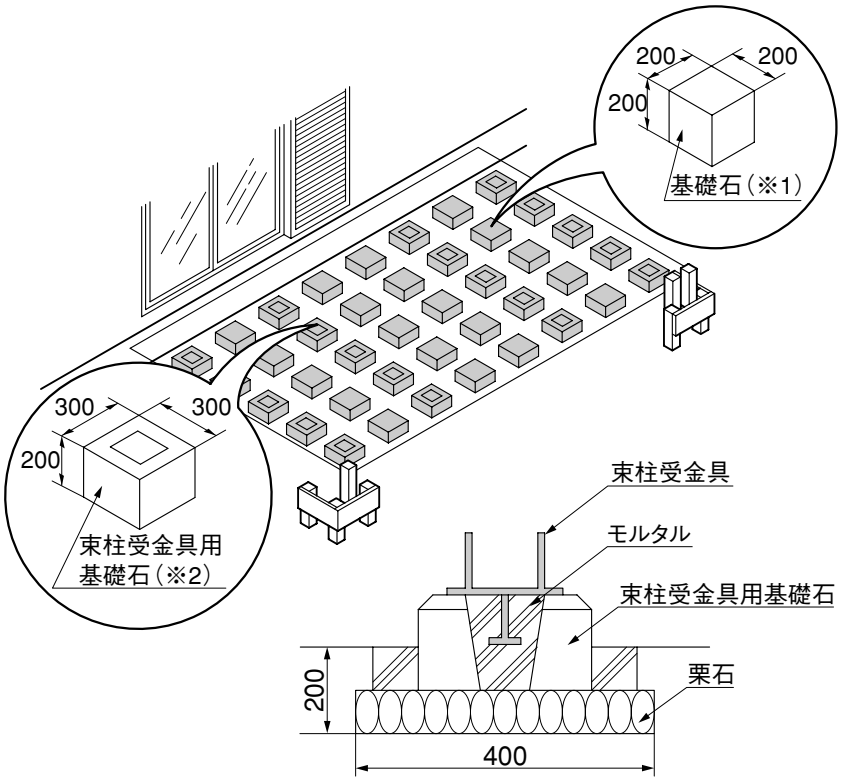

図3-1
❶各基礎石の位置を約400㎜角、深さ200㎜に掘り、栗石を敷いて、基礎石（※1）と、束柱受金具用基礎石（※2）を据えてください。
❷基礎石のレベルを出してください。
❸図3-1のように、束柱受金具用基礎石にモルタルで、束柱受金具を埋め込んでください。
❹基礎石のまわりをコンクリートで固めてください。